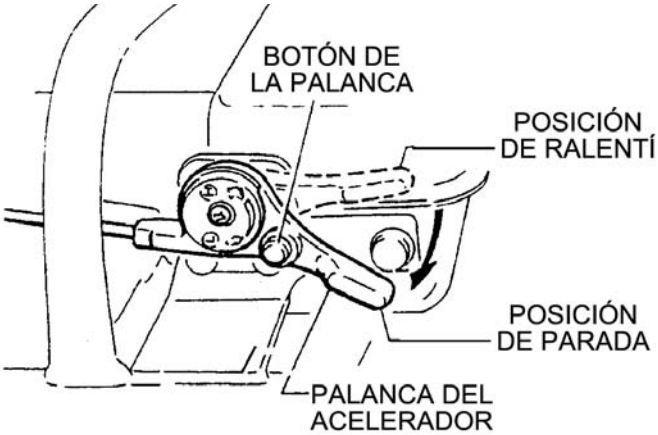

Figura 10. Palanca del acelerador (posición de parada)
3. Después de que se enfríe el motor, mueva la palanca del acelerador rápidamente de **RALENTÍ** a **PARADA** (Figura 10) mientras se oprime el botón de la palanca del acelerador.